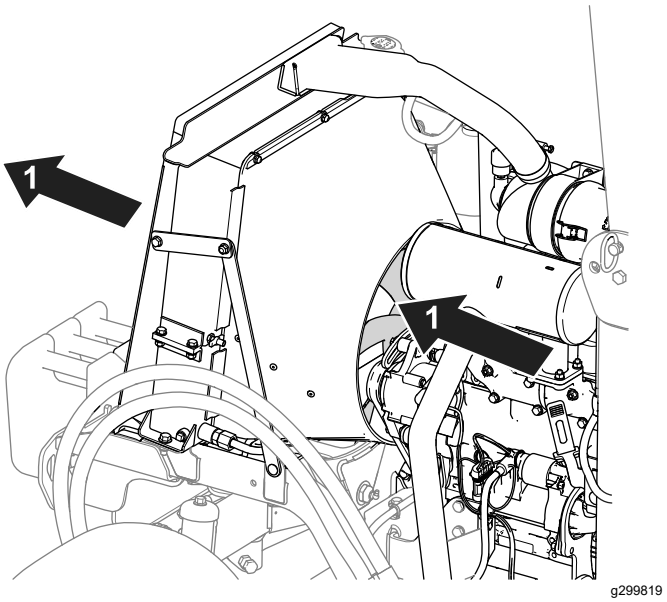

**Bild 70**
- Reinigen Sie die Kühlrippen mit Druckluft. Richten Sie dabei die Druckluft vom Motorinnenraum nach außen (Bild 70).